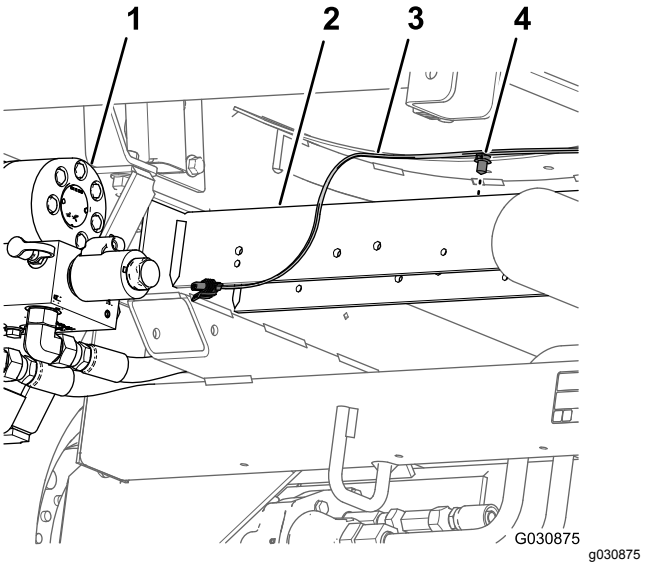

**Figur 41**
6. Fjern det grantræformede anker, der fastgør bageste ledningsnet (Figur 41) til hullerne i bageste krydsrør (bagud hydraulikmotorerne).